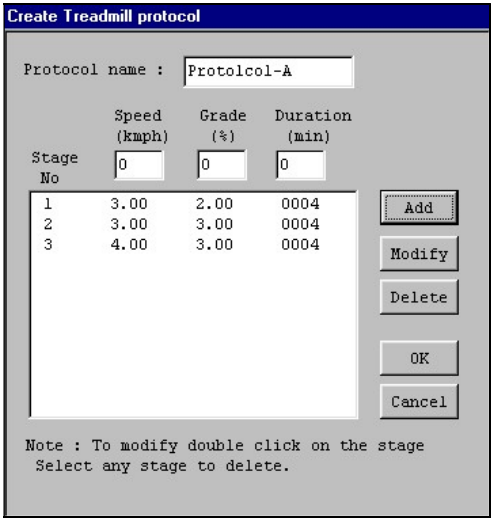

Fig 3.8: Treadmill protocol creator.
1. Standard protocols are not to be modified. But the user can have a view over them by selecting a particular protocol from the dropdown list and pressing the '**View'** button to add new protocol, press '**Create**' button. A dialogue box as shown in figure 3.8 is displayed.